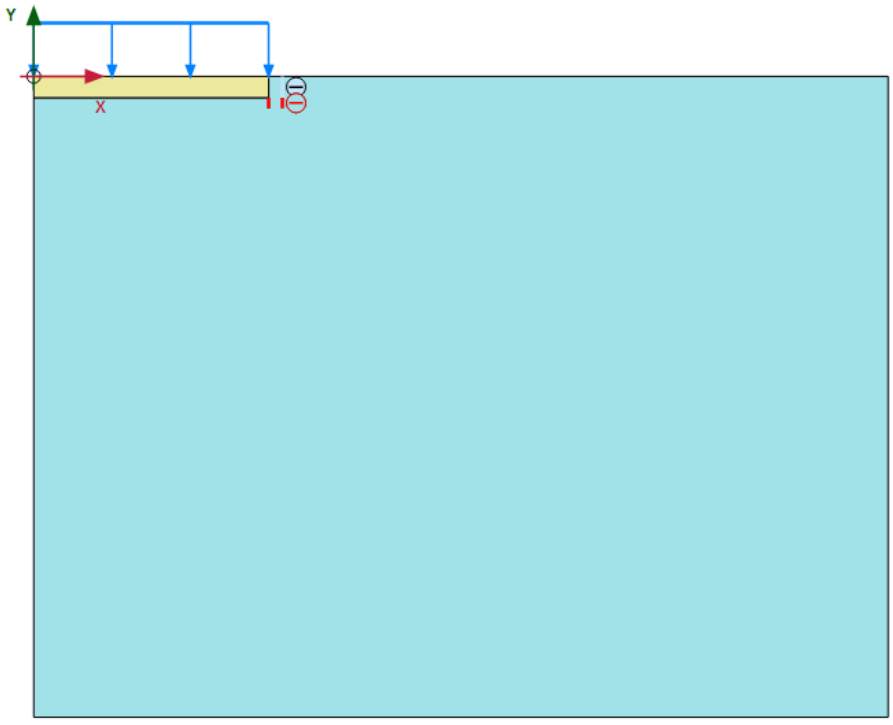

Figure 109: Geometry of the model
1. Click **Create interface** to create the upper part from (11.0, -1.0) to (11.0, 0.0), Figure 109 (on page 137).
2. Click **Create interface** to create the lower part (between foundation and soil) from (11.0, -1.5) to (11.0, -1.0), Figure 109 (on page 137).